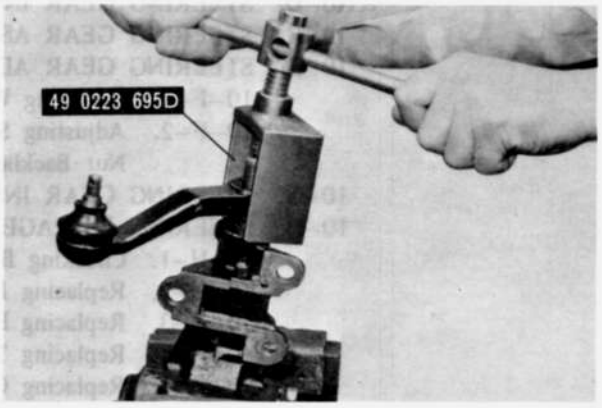

Fig. 10–3 Removing pitman arm
3. Remove the nut holding the pitman arm and remove the pitman arm with the **puller** (49 0223 695D), as shown in Fig. 10–3.